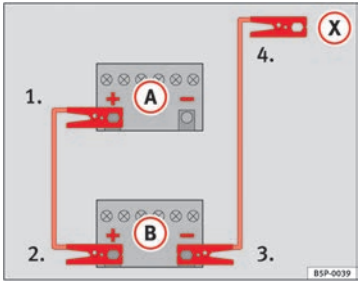
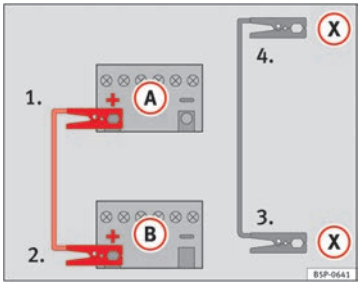

Fig. 201 Diagram of connections for vehicles without Start-Stop system
Fig. 202 Diagram of connections for vehicles with Start-Stop system
- Connect one end of the *red* jump lead to the positive (+) terminal of the vehicle with the flat battery (A) ⇒ Fig. 201.
- Connect the other end of the *red* jump lead to the positive terminal (+) in the vehicle providing assistance (B).
- Connect one end of the *black* jump lead to the negative terminal (–) of the vehicle providing assistance (B) ⇒ Fig. 201.
- Connect the other end of the *black* jump lead (X) to a solid metal component bolted to the engine block or to the engine block itself of the vehicle with the flat battery. However, connect it to a point as far as possible from the battery (A).
- Connect one end of the *red* jump lead to the positive (+) terminal of the vehicle with the flat battery (A) ⇒ Fig. 202.
- Connect one end of the *black* jump lead (X) to a suitable ground terminal, a solid piece of metal in the engine block, or to the engine block ⇒ Fig. 202.